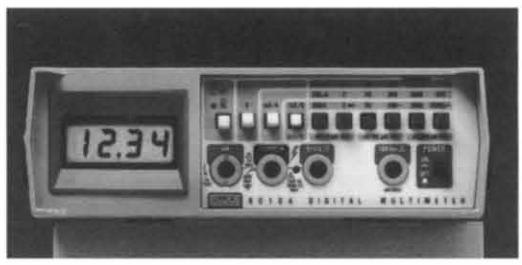
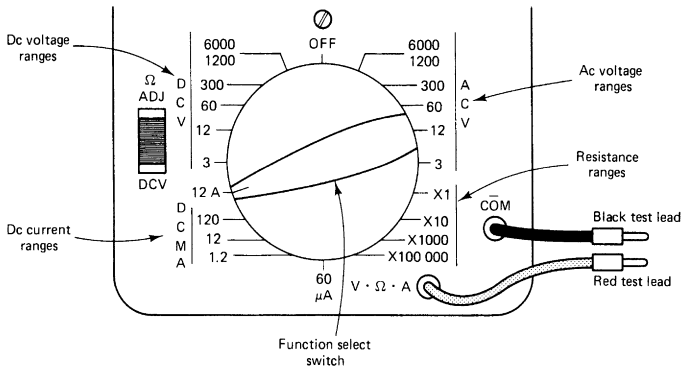
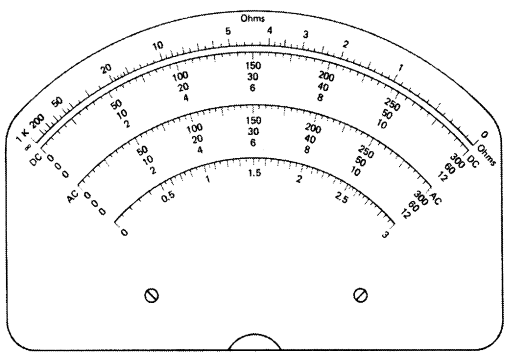
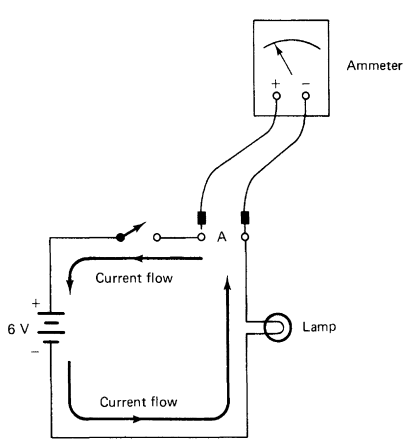

FIGURE 2-1 Meter used to measure electric quantities.
FIGURE 2-2 Controls of a typical VOM.
FIGURE 2-3 VOM scale.
FIGURE 2-8 Meter connection for measuring dc current.
A volt-ohm-milliammeter (VOM) or multimeter such as the one shown in Fig. 2-1 is often used for doing electric work. A multimeter is used to measure resistance, voltage, or current. The operator changes the type of measurement by adjusting the *function-select switch* to the desired measurement. Figure 2-2 shows the controls of a common type of VOM. This type of meter also is called an *analog meter*. We will discuss the analog meter so you will learn to interpret scales for resistance, voltage, or current measurement. A digital meter uses the same basic rules but is easier to read.
Refer again to Fig. 2-2. The red test lead is put in the hole, or jack, marked with V-Ω-A, or volts-ohms-amperes. The black test lead is put in the hole or jack labeled –COM, or negative common. The function-select switch should be placed on one of the resistance ranges. When the test leads are touched together, or "shorted," the meter needle moves from the left side of the meter scale to the right side. This test shows that the meter is operational.
Now study the scale of the meter. Figure 2-3 shows the scale of one type of VOM. The top scale, from 0 to infinity (∞), is labeled *Ohms.* This scale is used for measuring ohms only. On most VOMs, the top scale is the resistance or ohms scale. To measure any resistance, first select the proper meter range. On the meter range shown in Fig. 2-2 the four ranges, ×1, ×10, ×1000, and ×100,000, are called *multipliers.* The ohmmeter must be properly zeroed before an attempt is made to measure resistance accurately. To *zero* the ohmmeter properly, touch the two test leads together. This should cause the needle to move from infinity (∞) on the left to zero (0) on the right. Infinity represents a very high resistance. Zero represents a very low resistance. If the needle does not reach zero or goes past zero when the test leads are touched or shorted, the control marked *ohms adjust* is used. The needle is adjusted to zero when the test leads are touched together. The ohms-adjust control is indicated by ΩADJ in Fig. 2-2. The ohmmeter should be zeroed before every resistance measurement and after changing ranges. If the meter is not zeroed, measurement will be incorrect.
Resistance tests are sometimes called *continuity checks.* A continuity check is made to see whether a circuit is open or closed (a continuous path). An ohmmeter also is used to measure exact values of resistance. Resistance always must be measured with no voltage applied to the component being measured. The ohmmeter ranges of a VOM are used to measure resistance. Electrical technicians often use this type of meter because it measures resistance, voltage, or current. When the rotary function-select switch is adjusted, the meter can be set to measure resistance, voltage, or current. The meter switch shown in Fig. 2-2 has the following settings:
It is important to be able to read the scale of the meter. The top scale shown in Fig. 2-3 is labeled with a zero on the right side and an infinity (∞) sign on the left side. This scale is used for measuring resistance only. The most accurate readings are made when the meter needle moves to somewhere between the center
Voltage is applied to electric equipment to cause it to operate. It is important to be able to measure voltage to check the operation of equipment. Many electric problems develop because either too much or too little voltage is applied to the equipment. A voltmeter is used to measure voltage in an electric circuit. A VOM also can be used to measure voltage. In the controls of the VOM in Fig. 2-2 the voltage ranges are 3, 12, 60, 300, 1200, and 6000 V. When the function-select switch is adjusted to 3 V on the dc volts range, the meter measures up to 3 V. The same is true of the other ranges of dc voltage. The voltage value of each range is the maximum value of voltage that may be measured with the VOM set on that range.
It is easy to become familiar with the part of the meter scale that is used to measure dc voltage. Refer to the VOM scale of Fig. 2-3. The part of the scale below the ohms scale is the dc voltage scale. This scale usually is black. There are three dc voltage scales: 0 to 12 V, 0 to 60 V, and 0 to 300 V. All dc voltages are measured with one of these scales. Each of the dc voltage ranges on the function-select switch corresponds to a number on the right side of the meter scale or a number that can be easily multiplied or divided by 10 to equal the number on the function switch.
A dc voltmeter or the dc voltage ranges of a VOM are used to measure dc voltage. The upper left part of the VOM function-select switch of Fig. 2-2 is used for measuring dc voltage. The dc voltage ranges are 3, 12, 60, 300, 1200, and 6000 V.
Most VOMs can be used to measure dc current. Refer to the controls of the VOM shown in Fig. 2-2. The function-select switch may be adjusted to any of five ranges of direct current, 12 A, 120 mA, 12 mA, 1.2 mA, and 60 μA. For example, when the function-select switch is placed in the 120 mA range, the meter is capable of measuring up to 120 mA of current. The value of the current set on the range is the maximum value that can be measured on that range. The function-select switch should first be adjusted to the highest range of direct current. Current is measured by connecting the meter into a circuit, as shown in Fig. 2-8. This is referred to as connecting the meter in *series* with the circuit.
Current flows from a voltage source when a device that has resistance is connected to the source. When a lamp is connected to a battery, a current flows from the battery through the lamp. In the circuit of Fig. 2-8, electrons flow from the negative battery terminal, through the lamp, and back to the positive battery terminal. Electrons are so small that the human eye cannot see them, but their movement can be measured with an ammeter.
As the voltage applied to a circuit increases, the current increases. If 12 V is applied to the lamp in Fig. 2-8, a larger current flows through the lamp. If 24 V is applied to the same lamp, an even larger current flows. As resistance gets smaller, current increases. Resistance is the opposition to current flow. When a circuit has more resistance, it has less current flow.
Refer to the dc current ranges of the VOM shown in Fig. 2-2. The ranges begin with 12 A. The next ranges are for measuring 120 mA, 12 mA, 1.2 mA, and 60 μA. There are a total of five current ranges. The function-select switch is adjusted to any of these five ranges for measuring dc. When measuring current, make it a habit to start with the meter set on its highest range. Then move the range setting to a lower value if the meter needle moves only a small amount. The most accurate reading is obtained when the meter needle is between the center of the scale and the right side. The same scales on the VOM often are used for measuring dc and dc voltage.
The proper procedure for measuring current through point *A* in the circuit of Fig. 2-8 is as follows: